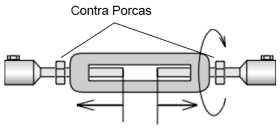

Fig. 2 – abrir esticador
4.2 Abrir os esticadores (fig. 2), girando o corpo central e mantendo fixas as alças. Esta abertura permitirá o ajuste fino de tensão no cabo.